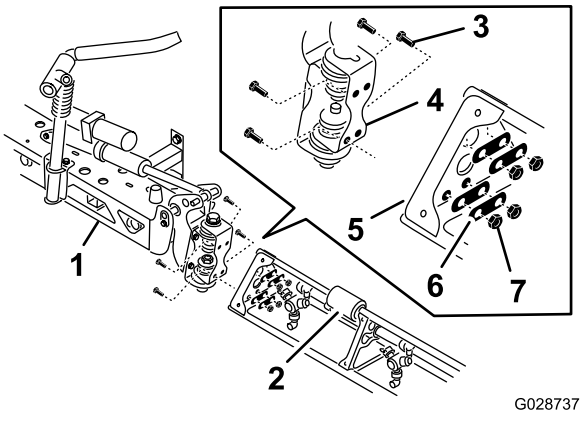

**Figur 40**
2. Roter hver svingbrakett på enden av den midtre bomseksjonen slik at brakettene er innrettet vertikalt (Figur 40).
4. Monter hengselplaten på den trekantede platen ved hjelp av de fire flenshodeboltene, de fire bakplatene og de fire flenslåsemutterne (Figur 40) du fjernet i trinn 1.
6. Rett inn stangenden på bomløftesylinderen med hullene i hornet på svingbraketten (Figur 40).
7. Fest stangenden til svingbraketten med en splittpinne og en hårnålssplint (Figur 40).